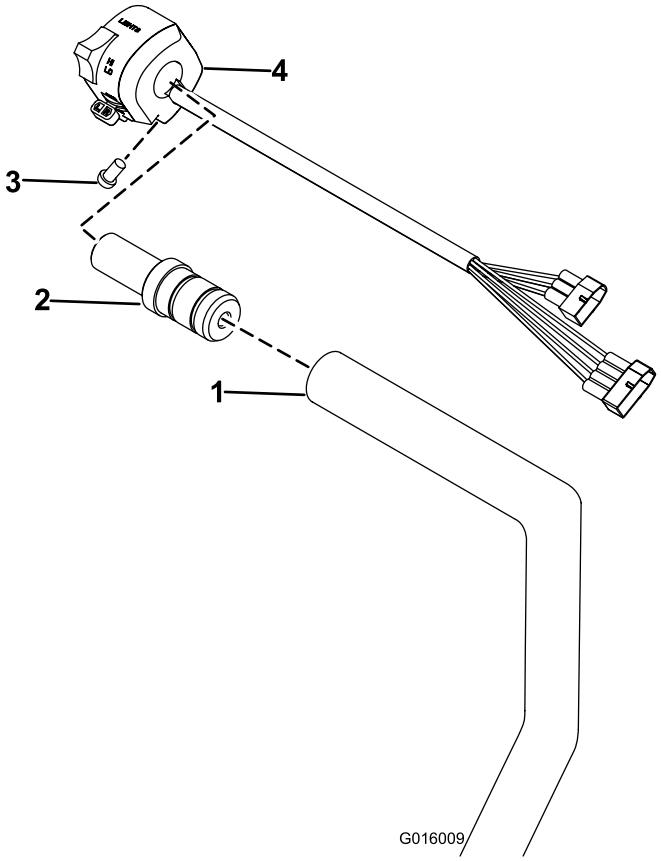

**Figura 9**
2. Conecte el interruptor combinado al adaptador de montaje del interruptor y sujételo con un tornillo (Figura 9).